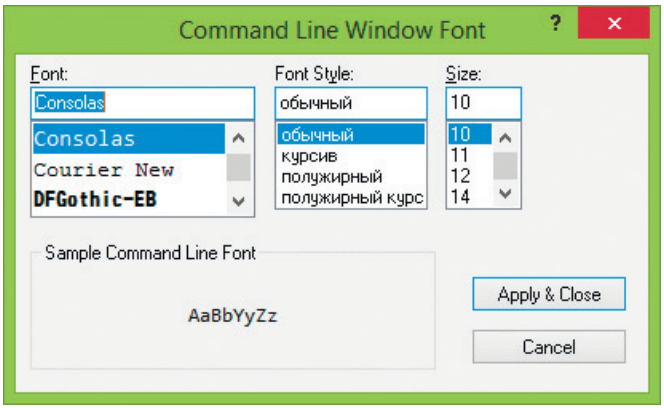

Рис. 3.4. Диалоговое окно изменения шрифтов
- кнопка **Fonts...** – загрузка диалогового окна **Command Line Window Font** для изменения шрифта текста командной строки (рис. 3.4). В этом диалоговом окне устанавливаются: **Font:** – шрифт, **Font Style:** – начертание и **Size:** – размер. В области **Sample Command Line Font** показывается образец шрифта командной строки.